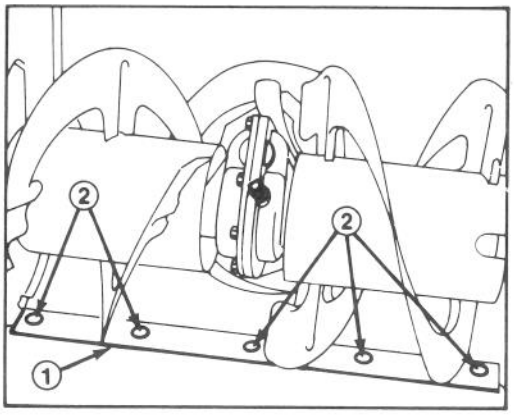

Abbildung 21
2. Beide Kufen so einstellen, daß zwischen Unterkante Räumgehäuse und Boden 3 mm Abstand besteht. Die Bundmuttern fest anziehen, wenn die Kufen richtig eingestellt sind. Prüfen, ob die Schürfleiste unten am Räumgehäuse (Abb. 21) steht. Um die Schürfleiste nachzustellen, zuerst die 5 Bundschrauben lösen, die Schürfleiste ausgleichen und die Schrauben wieder festziehen. Die Schürfleiste sollte parallel zur waagerechten Bodenfläche stehen.